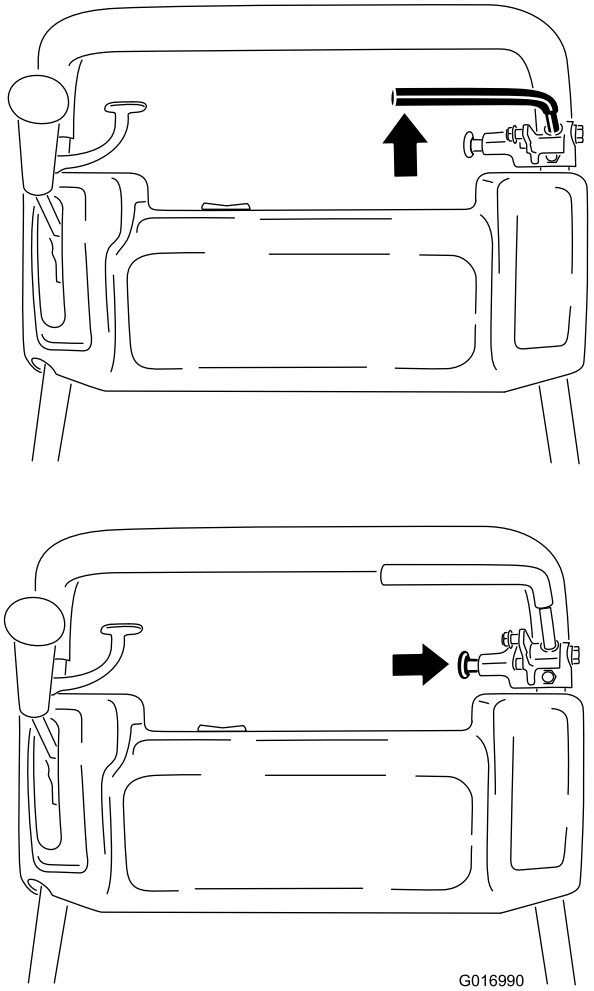

Figur 34
1. Ansätt driftsbromsen, tryck in knoppen på parkeringsbromsen och låt driftsbromsen vila på parkeringsbromsstiftet (Figur 34).